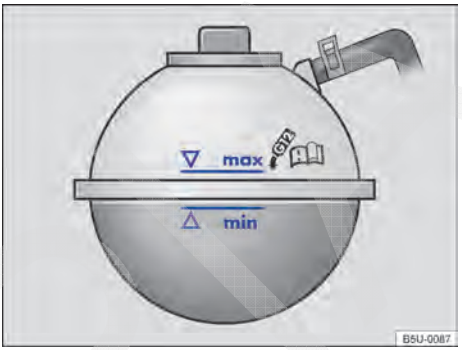

Fig. 128 No compartimento do motor: marcação no reservatório de expansão do líquido de arrefecimento do motor.
– Com o motor frio, verificar o nível do líquido de arrefecimento do motor pela marcação lateral do reservatório → Fig. 128.
– O nível do líquido de arrefecimento do motor deve permanecer dentro da marcação do reservatório → Fig. 128. **Não completar acima da marca “max”** → ⓘ!
- Completar com líquido de arrefecimento do motor somente até a marca “max” → Fig. 128. Caso contrário, ao aquecer-se, o líquido excedente será expulso do sistema de arrefecimento do motor e poderá causar danos.